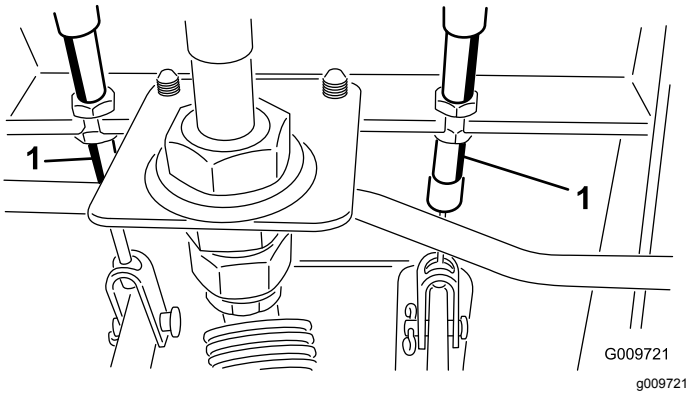

Rysunek 54
A. Poluzuj przednią nakrętkę na gwintowanym końcu linki hamulca (Rysunek 54).